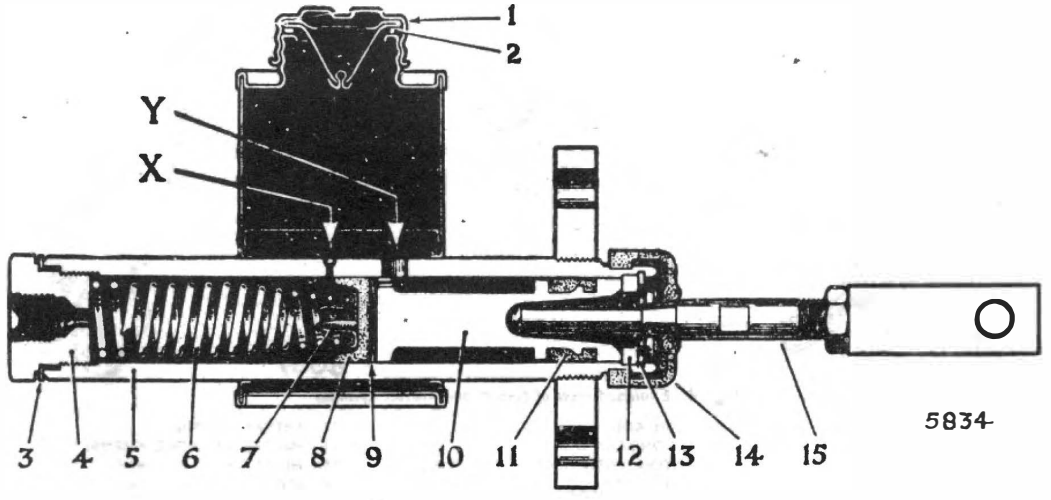

Fig. 3. *Sectional view of master cylinder*
This unit (Fig. 3) incorporates a fluid reservoir and a master cylinder. Directly in front of the main cup (8), when the system is at rest, is a by-pass port (X) which ensures that the system is full of fluid at all times and compensates for the expansion and contraction of fluid due to changes of temperature. It also serves to release additional fluid drawn into the cylinder from the annular space formed by the reduced skirt of the piston (10) through the holes in the piston head, after each clutch application.
In order that the rubber cup shall not be drawn into the holes in the piston head, a piston washer (9) is interposed between the two parts. *It is important that this washer be assembled as shown in Fig. 3.*